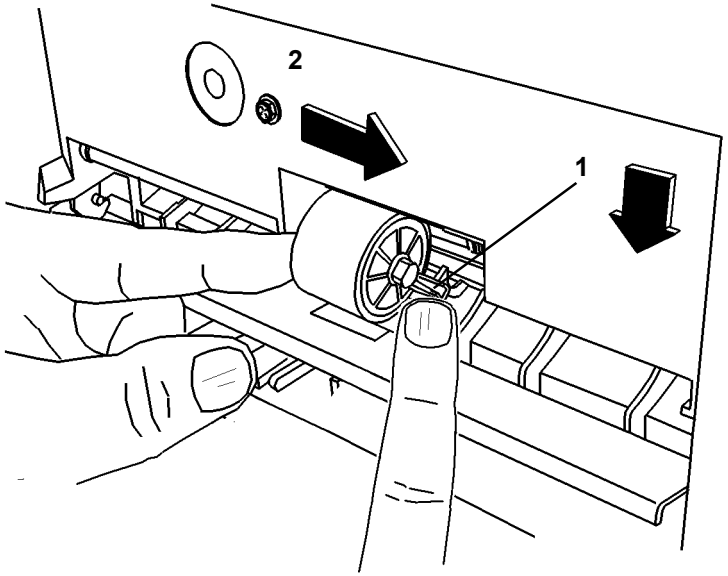

Рисунок 1 Снятие ролика подачи обходного лотка
1. Снимите ролик подачи обходного лотка (Рисунок 1).